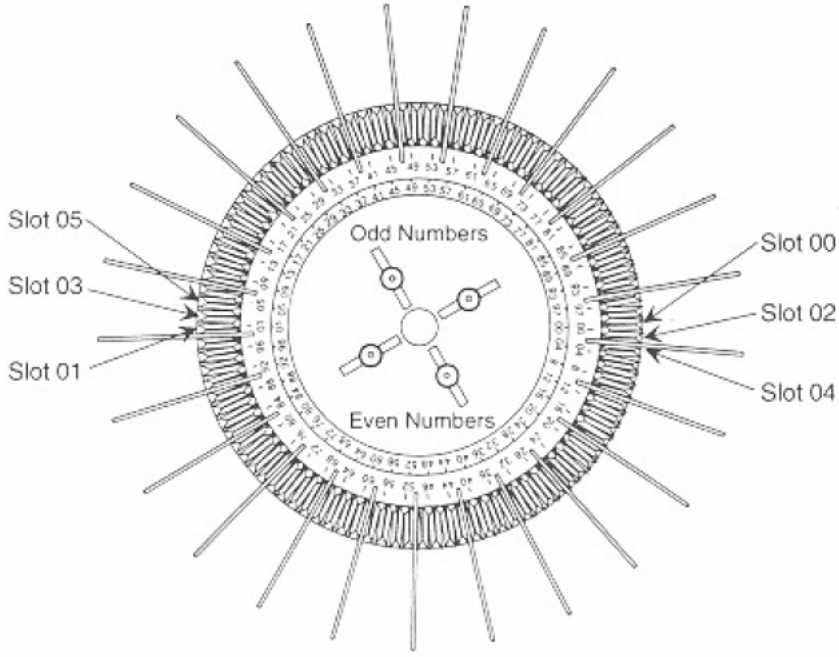

Figure 3-2. Loading the Molded CD Magazine
4. Slide the old CD out of the slot and slide the new CD into the slot (*See Figure 3-2*) with the label to the right. Write the disc number on a note pad.
For example, on the even numbered half of the magazine, slots 00, 04, and 08 are labeled, and the slots in between – 02 and 06 – are not, as illustrated in *Figure 3-2*.